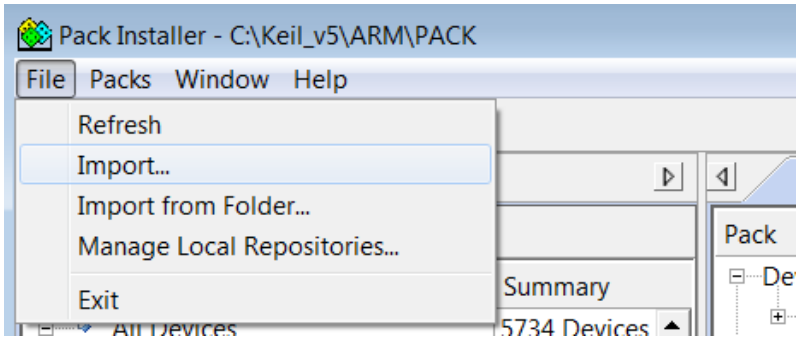
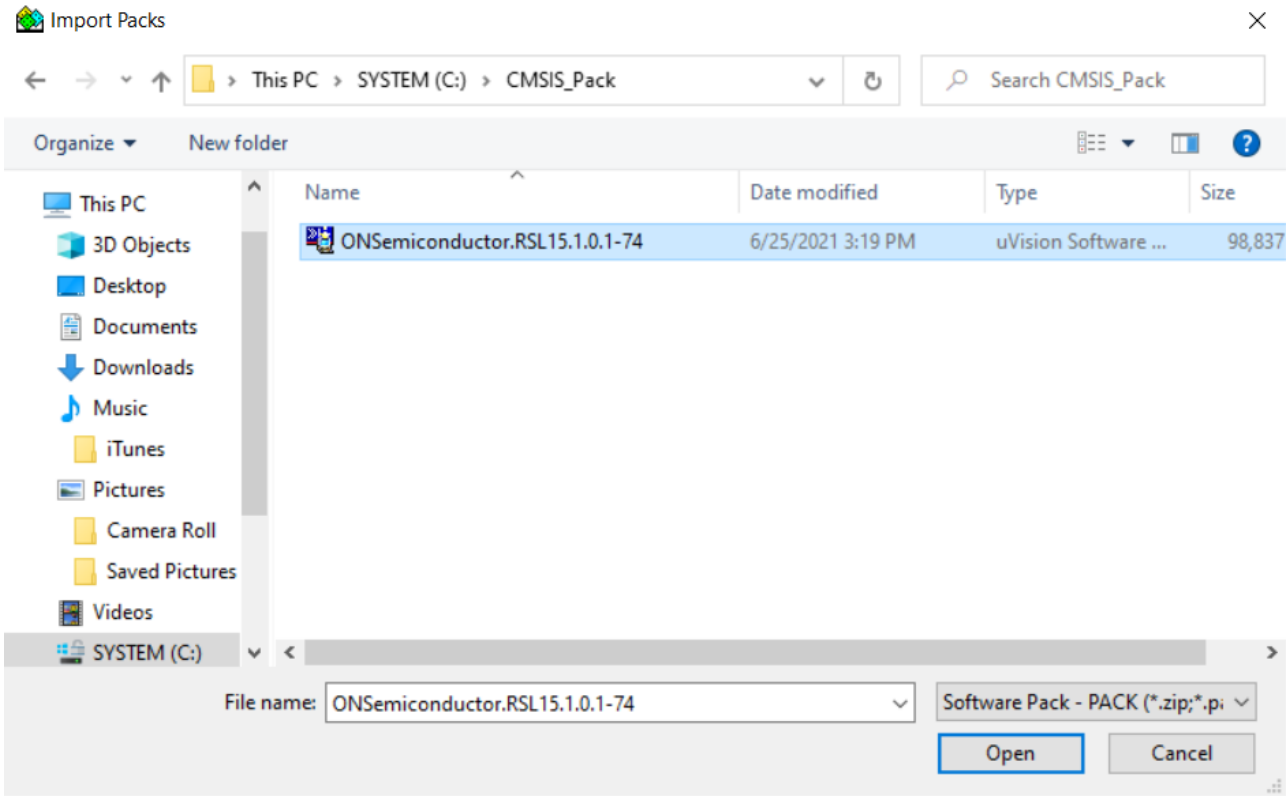

Figure 21. Importing the RSL15 CMSIS-Pack
Figure 22. Installing the RSL15 CMSIS-Pack for the Keil µVision IDE
3. Click on **File** > **Import** (see the "Importing the RSL15 CMSIS-Pack" figure (Figure 21)), select your pack file *ONSemiconductor.RSL15.***`<version>`***.pack*, and click **Open** (see the "Installing the RSL15 CMSIS-Pack for the Keil µVision IDE" figure (Figure 22)). **<version>** is the RSL15 version, such as 2.2.347.